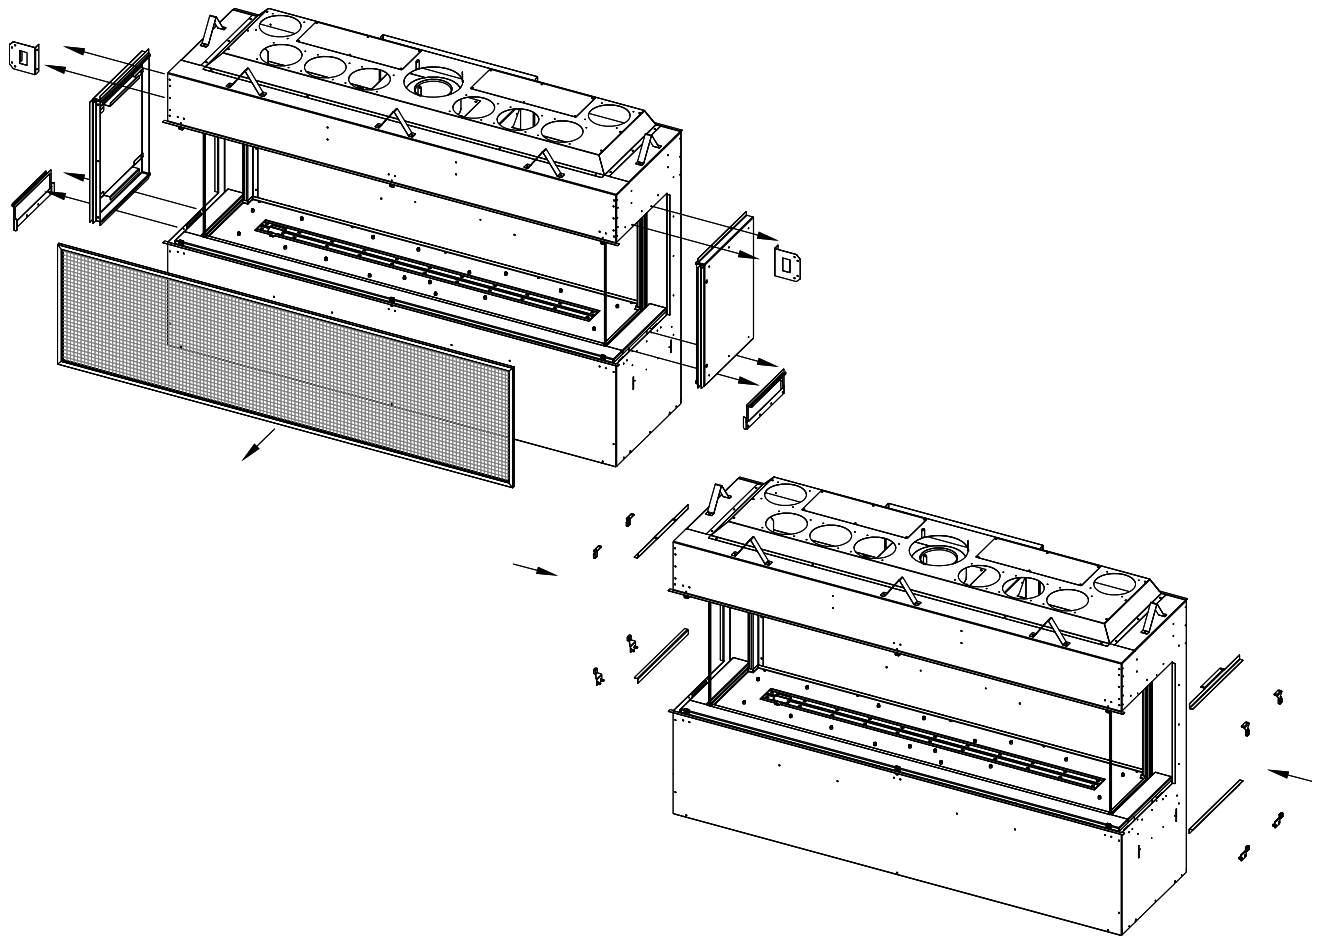

Figure 1.1 - Conversion du foyer
La Figure 1.1 montre la procédure de conversion complète pour les deux côtés du foyer. Si vous voulez un foyer en coin, retirez seulement la plaque d'obturation du côté où vous désirez une face vitrée, et effectuez la conversion de ce côté-là.
1. Retirez (et recyclez) les brides de clouage et les plaques d'obturation latérales situées à un ou aux deux côté(s), dépendant de votre choix d'installation. Voir la Figure 1.1. Conservez ces vis pour l'étape 2.